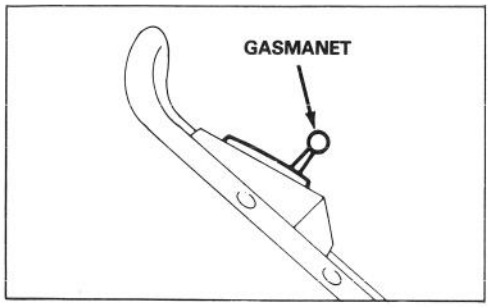

Afbeelding 8
1. BEDIENINGSSYSTEMEN (Afb. 8) — Gasmanet/choke bevindt zich op de bovenste handle.
2. STARTEN (Afb. 8) – Druk de hoogspanningsdraad op de bougie. Zet het gasmanet op CHOKE. Leg de duim over het gat in het midden van de primer en druk één keer. Trek de vingertop-starter uit en stel het gasmanet in de gewenste stand, wanneer de motor start.
3. STOPPEN (Afb. 8) – Zet het gasmanet op AF om de motor en het mes af te zetten. Trek de draad uit de bougie, indien de maaier onbewaakt wordt achtergelaten of niet wordt gebruikt.